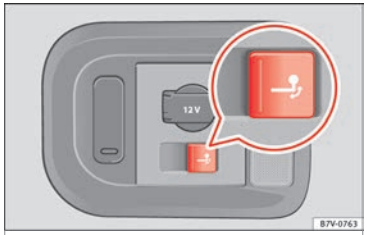

Bild 229 Höger sida i bagageutrymmet: knapp för att lossa kulkopplingen elektriskt
- Tryck kort på knoppen ››› **bild 229**. Kulkopplingen lossas elektroniskt och fälls ut automatiskt, samtidigt som lampan i knappen blinkar.
- Tryck kort på knoppen **››› bild 229**. Dragkulan lossas elektriskt, och signallampan blinkar.